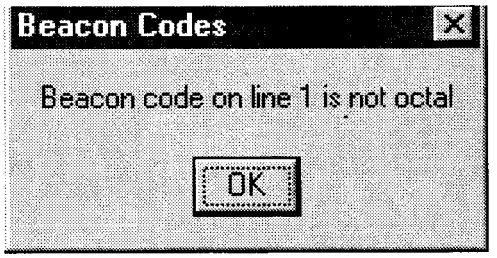

FIGURE 4-91C. BEACON CODE REPRESENTATION ERROR WINDOW
(5) If the user does not enter digits to represent the beacon codes, this error will appear. (Figure 4-91C.)